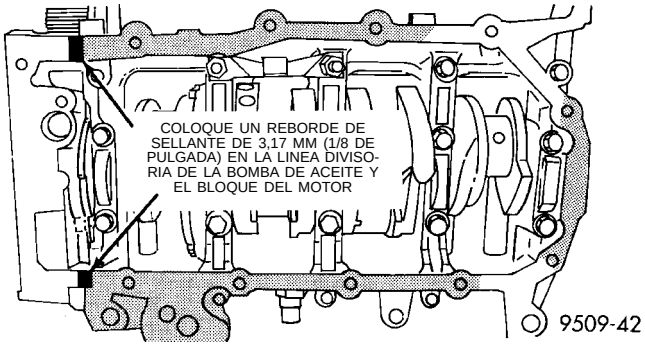

Fig. 51 Sellado del colector de aceite
(1) Aplique sellante adhesivo de goma siliconada Mopar o equivalente en la línea divisoria entre la bomba de aceite y el bloque del motor (Fig. 51).